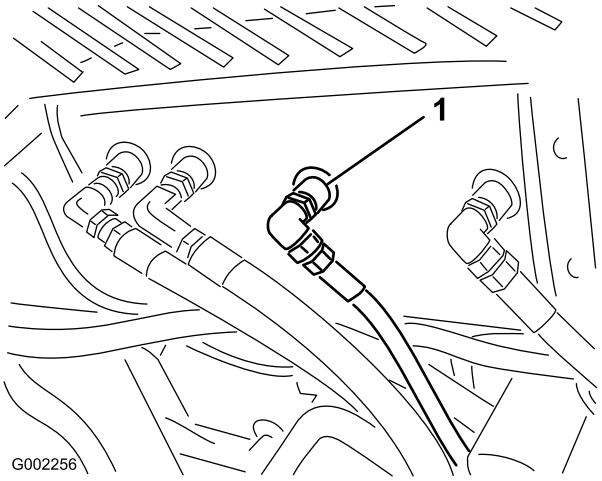

Figur 58
2. Gör rent omkring hydraulslangnippeln längst ned på hydrauloljetanken (Figur 58).
4. Ta bort slangnippeln från tanken och låt oljan rinna ned i kärlet (Figur 58).